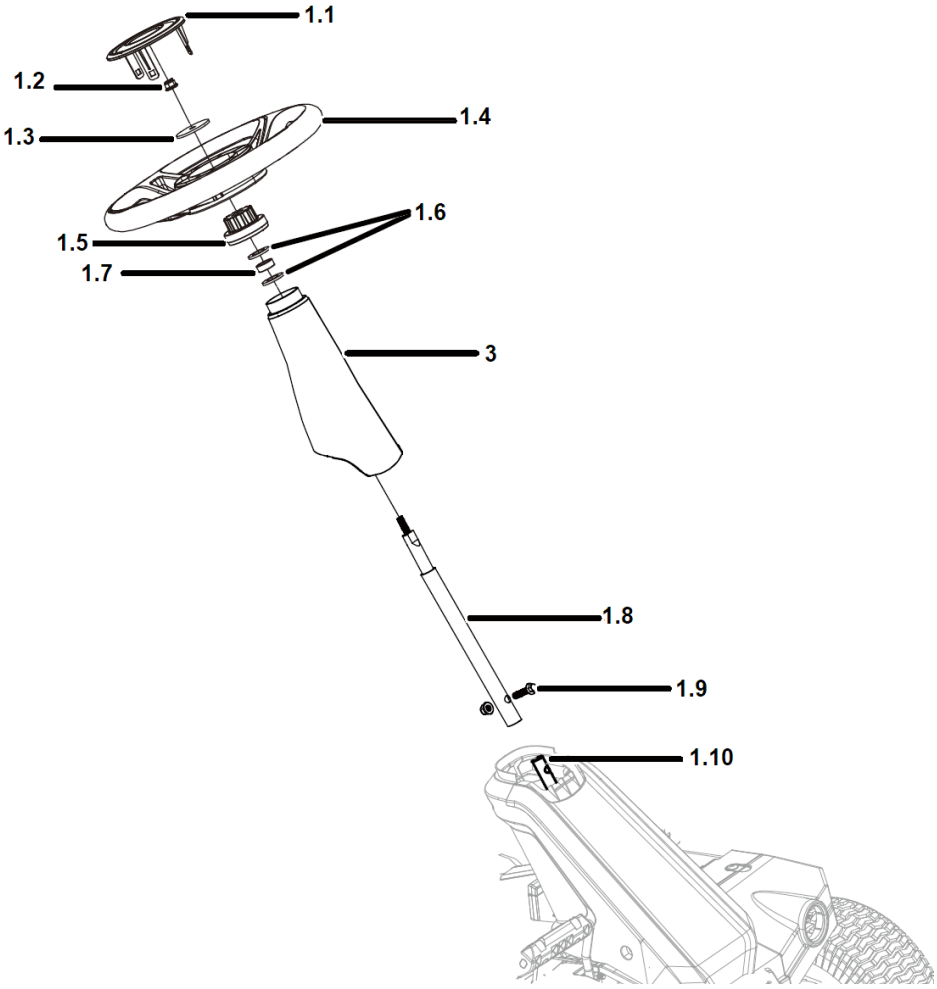

Rys. 4
1. Włóż wał (Rys. 4, poz. 1.8) do dolnego drążka kierowniczego (Rys. 4, poz. 1.10), wyrównaj tak by otwory na śrubę się zgadzały.
2. Po włożeniu śruby (Rys. 4, poz. 1.9), dokręć ją za pomocą nakrętki kołnierzowej. Polecany moment obrotowy 25±2Nm.
3. Po zamontowaniu wału nałóż osłonę dekoracyjną (Rys. 4, poz. 3) na wał.
4. Załóż podkładkę kołnierzową (Rys. 4, poz. 1.6), tuleję (Rys. 4, poz. 1.7), podkładkę kołnierzową (Rys. 4, poz. 1.6), piastę kierownicy (Rys. 4, poz. 1.5) na wale.
5. Następnie zamontuj kierownicę (Rys. 4, poz. 1.4) i płaską podkładkę (Rys. 4, poz. 1.3) w kolejności i kierunku, jak pokazano na rysunku.
Wyrównaj punkty mocowania kierownicy i podstawy kierownicy i zabezpiecz za pomocą nakrętki kołnierzowej (Rys. 4, poz. 1.2). Polecany moment obrotowy wynosi 24±2Nm;
6. Na koniec zamontuj osłonę kierownicy (Rys. 4, poz. 1.1) na kierownicy.